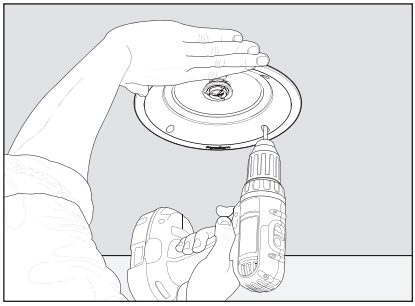

Fig. 3d
4) Supporting the assembly with one hand, tighten each screw (Fig. 3d or 4e). Stop tightening when you sense resistance.